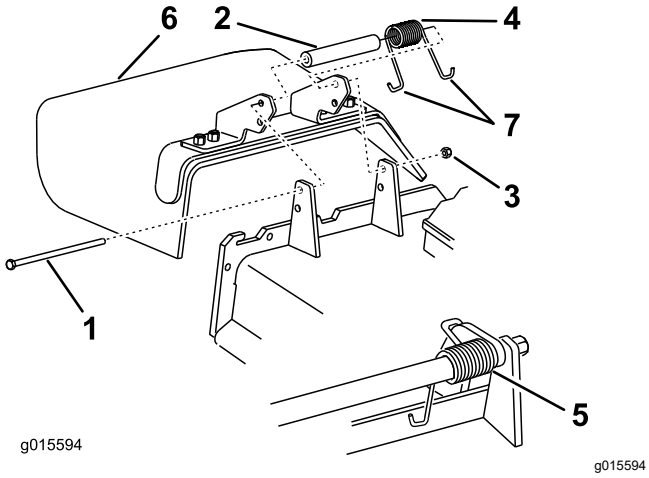

Figure 87
1. Remove the locknut, bolt, spring, and spacer holding the deflector to the pivot brackets (Figure 87).
2. Remove the damaged or worn grass deflector (Figure 87).
Note: Make sure that 1 **J**-hook end of the spring is installed behind the deck edge before installing the bolt as shown in Figure 87.
6. Place 1 **J**-hook end of the spring around the grass deflector (Figure 87).